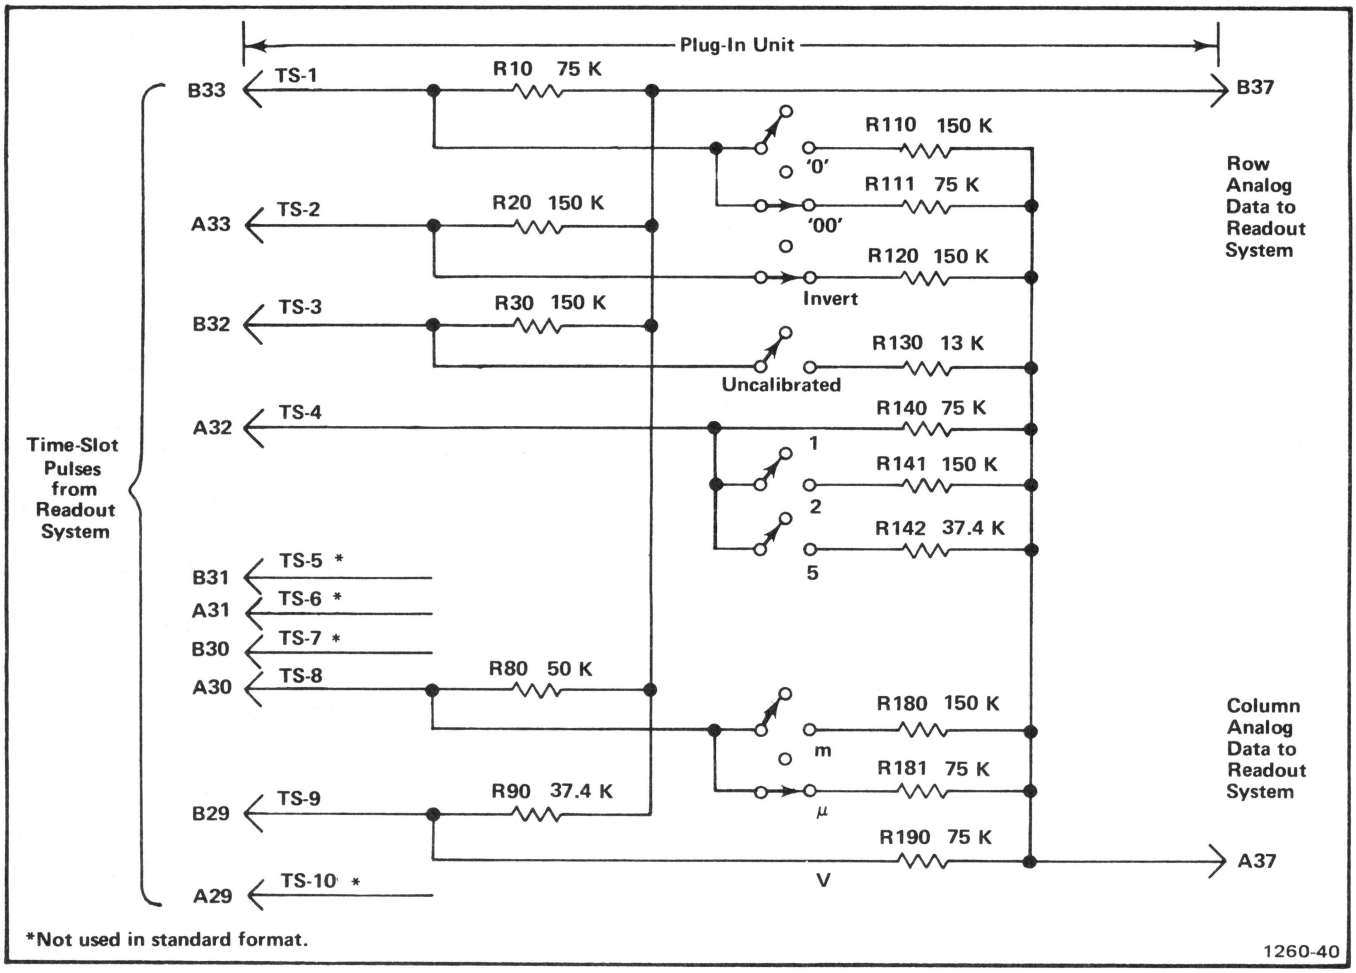

Fig. 3-32. Typical encoding scheme for voltage-sensing amplifier plug-in unit. Coding shown for deflection factor of 100 microvolts.
Data is conveyed from the plug-in units to the Readout System in the form of an analog code having up to 11 current levels (from zero to one milliampere in 100 microampere steps). The characters which can be selected by the encoded data are shown on the Character Selection Matrix (see Fig. 3-25). Each character requires two currents to define it; these currents are identified as the column current and the row current which correspond to the column and row of the matrix. The column and row data is encoded by resistive programming in the plug-in units. Fig. 3-32 shows a typical encoding scheme for a voltage-sensing amplifier plug-in unit. Notice that the 10 time-slot (TS) pulses produced by the Time-Slot Counter stage are connected to the plug-in unit. However, time-slots 5, 6, 7, and 10 are not used by the plug-in unit to encode data when using the Standard Readout Format (see Table 3-2 for Standard Readout Format). The amplitude of the time-slot pulses is exactly −15 volts as determined by the Timer stage. Therefore, the resultant output current from the plug-in units can be accurately controlled by the programming resistors in the plug-in units.
For example, in Fig. 3-32, resistors R10 through R90 control the row analog data which is connected back to the Readout System. These resistors are of fixed value and define the format in which the information will be presented by the Readout System. Fig. 3-33A shows an idealized output current waveform of row analog data which results from the 10 time-slot pulses. Each of the steps of current shown in these waveforms corresponds to 100 microamperes of current. The row numbers on the left-hand side of the waveform correspond to the rows in the Character Selection Matrix shown in Fig. 3-35. The row analog data is connected back to the Readout System via terminal B37 of the plug-in interface.
The Column analog data is defined by resistors R110 through R190. The program resistors are connected to the time-slot lines by switch closures to encode the desired data. The data as encoded by the circuit shown in Fig. 3-32 indicates a 100 microvolt sensitivity with the display inverted and calibrated vertical deflection factors. This results in the idealized output current waveforms shown in Fig. 3-33B at the column analog data output, terminal A37 of the plug-in interface. Resistor R111, connected between time-slot 1 and the column analog data output, encodes two units of current during time-slot 1. Referring to the
connectors of vertical plug-in units. A special coding ring around the input connector of the plug-in unit senses the attenuation ratio of the probe (with readout-coded probes only). The probe contains a resistor which results in additional column current. For example, if a 10X attenuator probe is connected to a plug-in with the coding for 100 microvolts as shown in Fig. 3-32, an additional unit of current is added to the column analog data during time-slot 1. Since two units of current were encoded by R111 (see Fig. 3-32), this additional current results in a total of three units of column analog current during this time-slot. Referring to the Character Selection Matrix, three units of column current along with the two units of row current encoded by R10 indicates that the prefix should be reduced. Since this instruction occurs in the same time-slot which previously indicated that two zeros should be added to the display and only one instruction can be encoded during a time-slot, the zeros do not appear in the display. The CRT readout will now be changed to 1 mV (readout) program produced by plug-in same as for previous example.